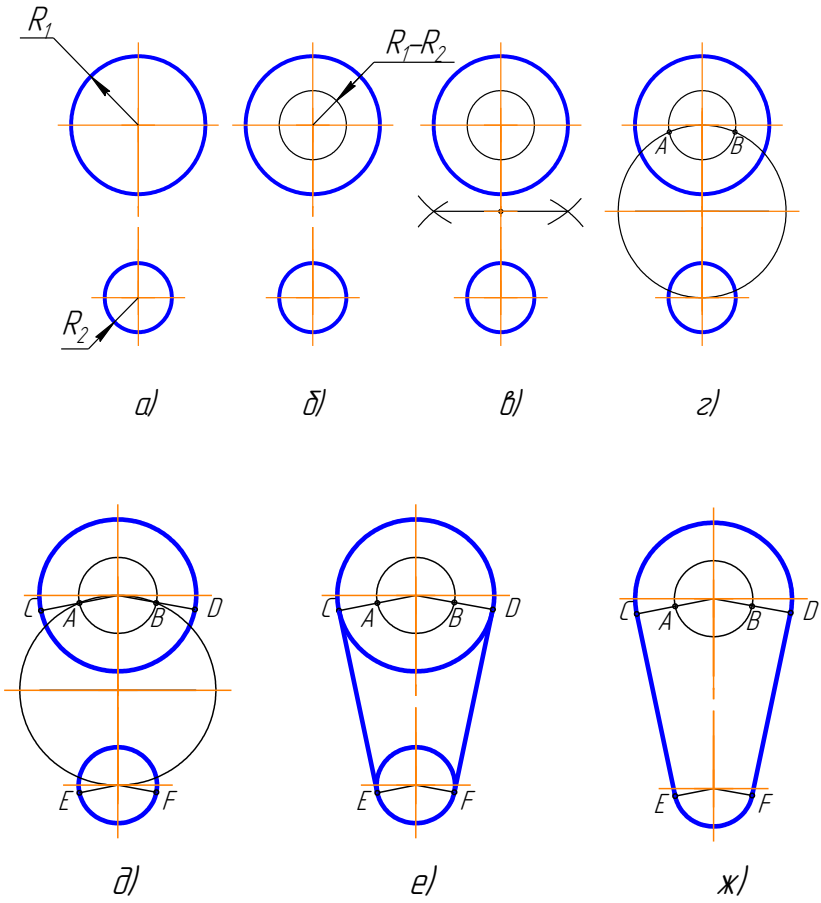

Рисунок 3.16 – Построение внешней касательной
Последовательность построения следующая, (рисунок 3.16):
1. Из центра большей заданной окружности проводим окружность радиусом равным R_1–R_2, (рисунок 3.16, б);
3. Находим точки пересечения этих окружностей A и B, (рисунок 3.16, г);
4. Через центр заданной большей окружности и точки A и B проводим линии до окружности большего радиуса. Получаем точки C и D, (рисунок 3.16, д);
5. Из центра меньшей окружности проводим прямые, параллельные прямым, построенным в пункте 4, получаем точки E и F, (рисунок 3.16, д);
6. Точки C, E и точки D, F соединяем прямыми. Они расположены касательно к заданным окружностям, (рисунок 3.16, е).